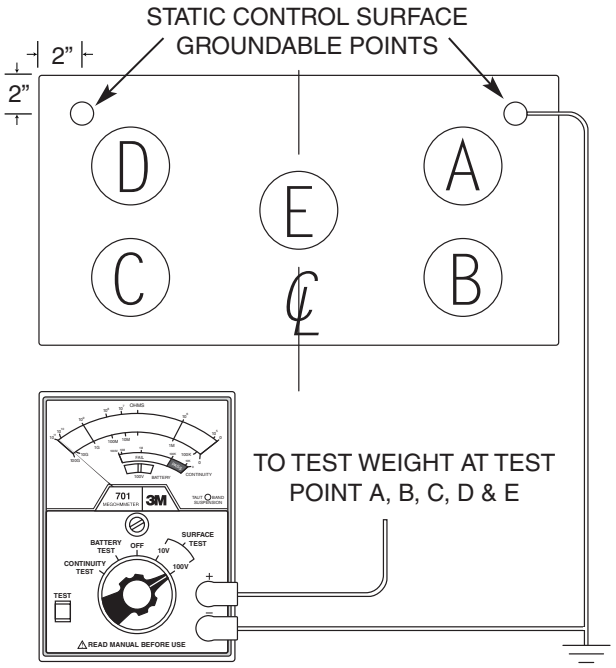

Figure 5-1: Periodic Performance Tests of Installed Surfaces
Refer to the immediate two following sections to determine which measurement(s) should be used for your application. Place the Instrument on a table top or other stable surface and attach the leads as shown in the appropriate sketch figures 5-1 through 5-5. Set the Main Selector Switch to the desired SURFACE TEST voltage. Place the test weight(s) on the surface to be tested and connect the test leads. Press TEST for 15 seconds and then read the resistance from the OHMS scale. After all readings have been completed, return the Main Selector Switch to the OFF position.
B. Set the Instrument on a table top or other stable surface and place a test weight at the desired test point as shown in Figure 5-1. Connect the test leads to the meter using the right angle banana plugs at the meter. Then connect one of the test leads to the test weight and the other to the ESD GROUND using one of the supplied clips.